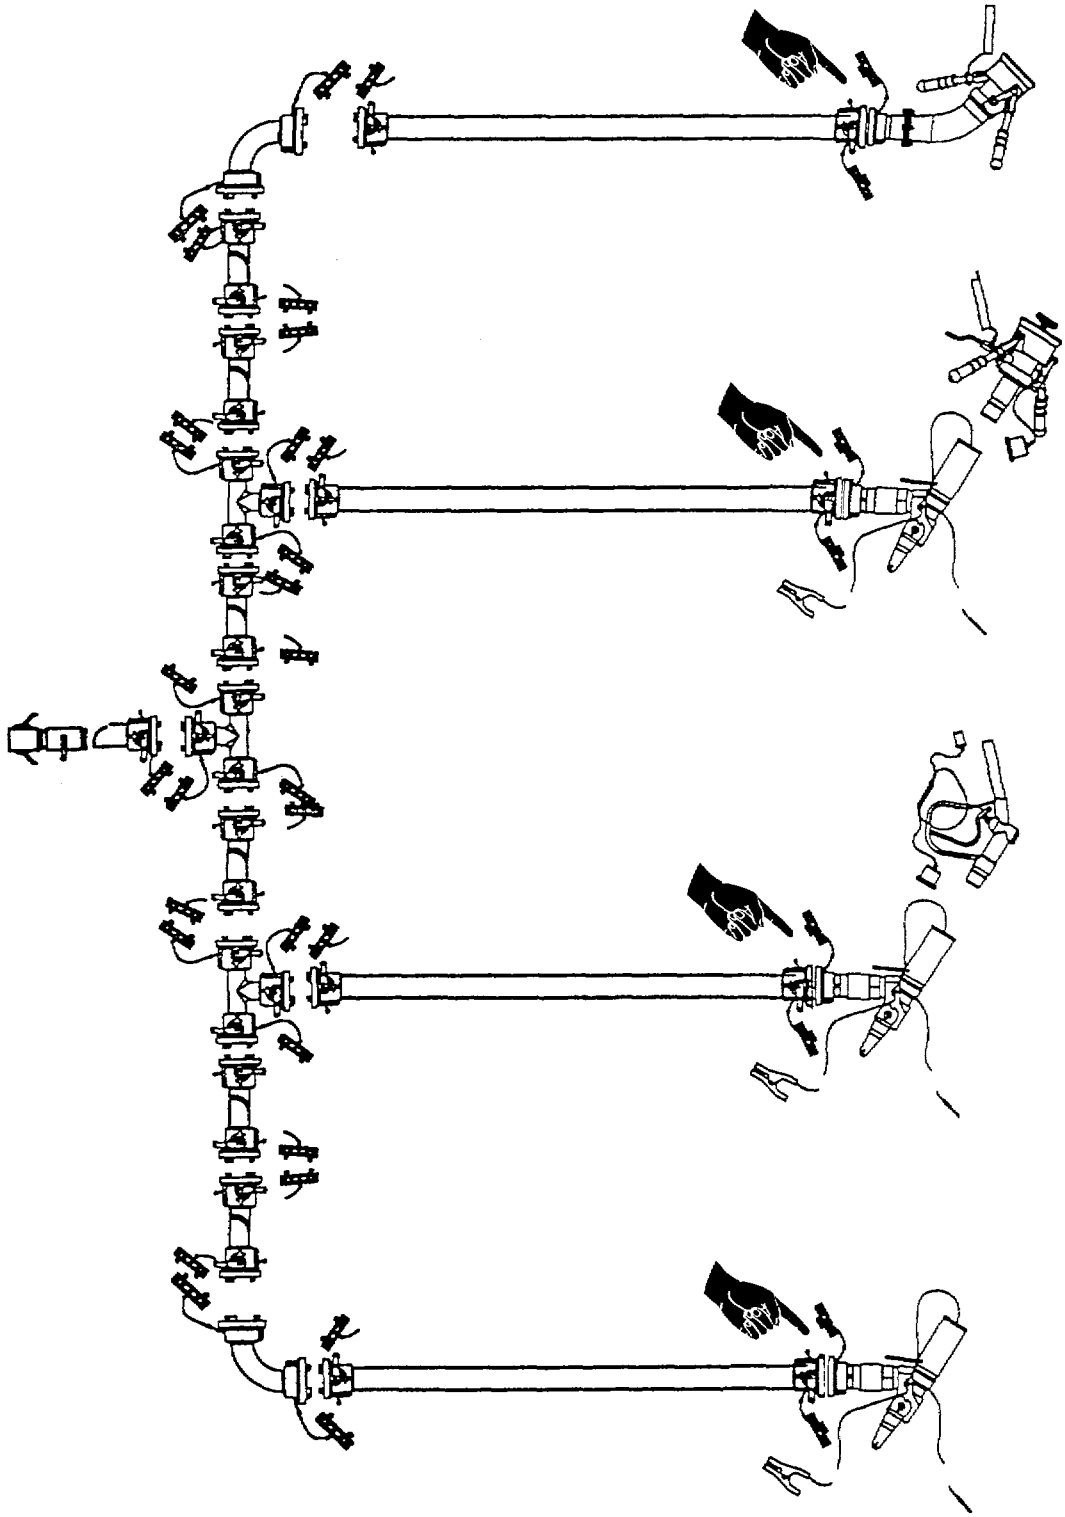

Figure 2-16. Fuel System Control Valves.
f. Fuel System Diagram. Refer to figure 2-16. Fuel is supplied to the HTARS by the HEMTT tanker. The tanker pumps fuel through the hoses to the fuel nozzles. Fuel distribution is controlled by valved couplings installed on the 2-inch fuel hoses and tees and a ball valve installed in the 3-inch fuel hose.